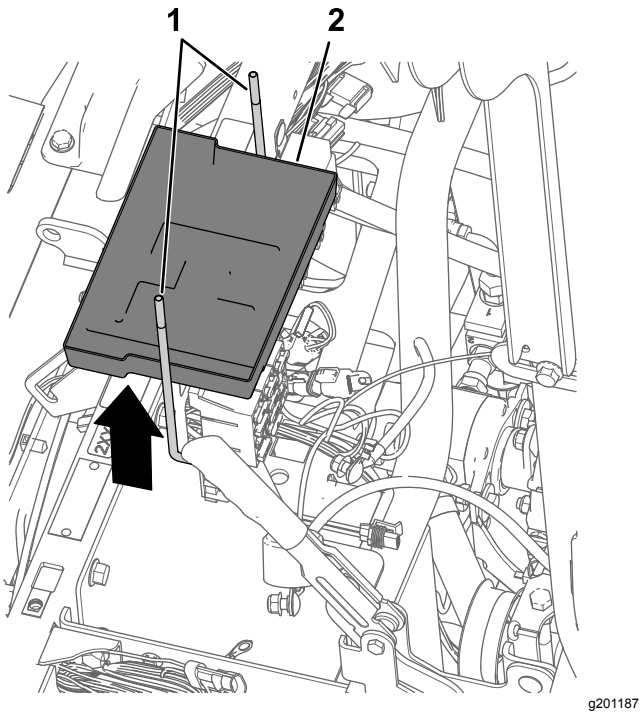

Figur 171
5. Afmonter de 2 J-bolte og batteribakken fra batteribeslaget (Figur 171).